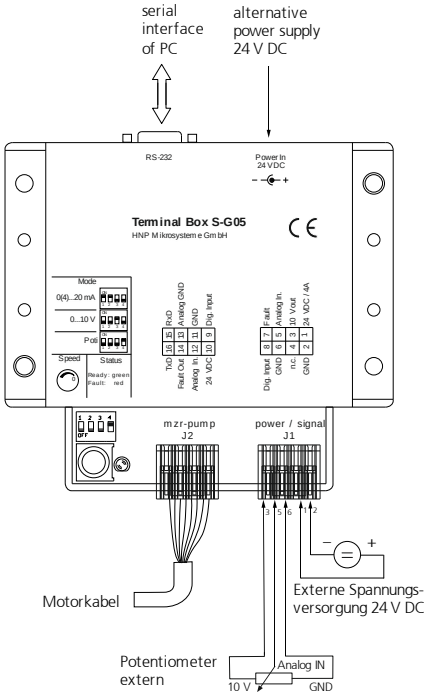

Bild 17 Betrieb über externes Potentiometer
3. Schließen Sie das externe Potemntiometer an die Anschlussklemmen »AnalogIn«, »10 V« und »GND« an das S-G05 an. (siehe Bild 17)